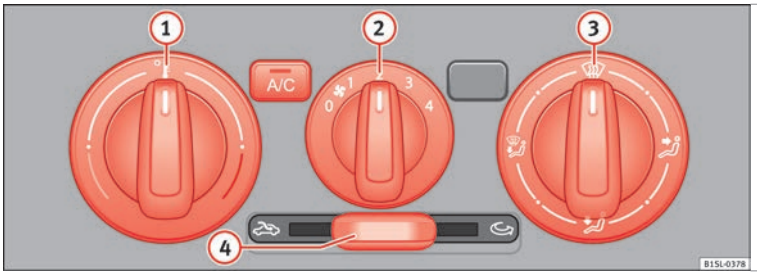

Fig. 38 At the top of the centre console: controls for the manual air conditioning and the heating and fresh air system.
Switching off	It is switched off by turning the central control (2) to the ››› Fig. 38 position.
Temperature	The left rotary adjuster (1) ››› **Fig. 38** is used to adjust the temperature.
Fan The central rotary adjuster (2) ››› **Fig. 38** is used to adjust fan speed.
Air distribution	The right rotary adjuster (3) ››› **Fig. 38** is used to adjust air distribution. : The air is distributed towards the upper part of the body through the dash panel air vents. : Air distribution to footwells. : Air distribution towards the windscreen and the footwell. : **Removing ice from the windscreen**. Ice is removed from the windscreen as fast as possible and the windscreen is demisted (defrost function).
Air recirculation The slider (4) ››› **Fig. 38** is used to switch air recirculation on and off ››› **page 130**.